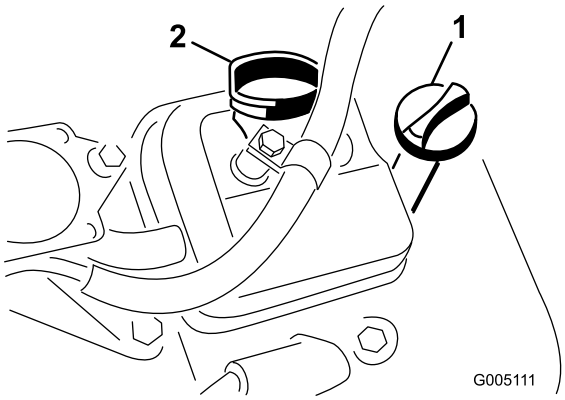

Figuur 21
3. Draai de peilstok in de buis. Let erop dat de peilstok volledig in de buis schuift (Figuur 21).